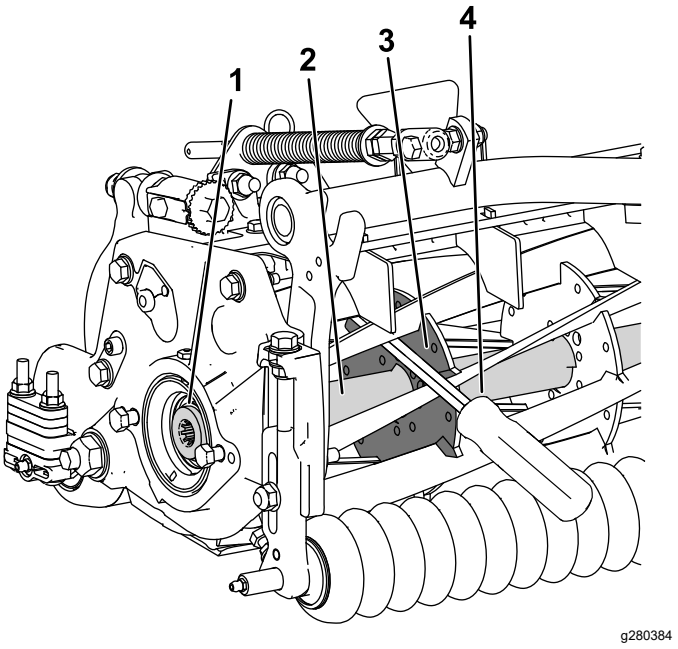

Rysunek 29
1. Wsuń długi łom (zalecany rozmiar ⅜” x 12” z uchwytem śrubokrętowym) przez przód wrzeciona tnącego, jak najbliżej tej strony jednostki tnącej, która będzie dokręcana (Rysunek 29).
2. Oprzyj łom o stronę spoiny spawanej na wewnętrznym wzmocnieniu wrzeciona tnącego (Rysunek 29).